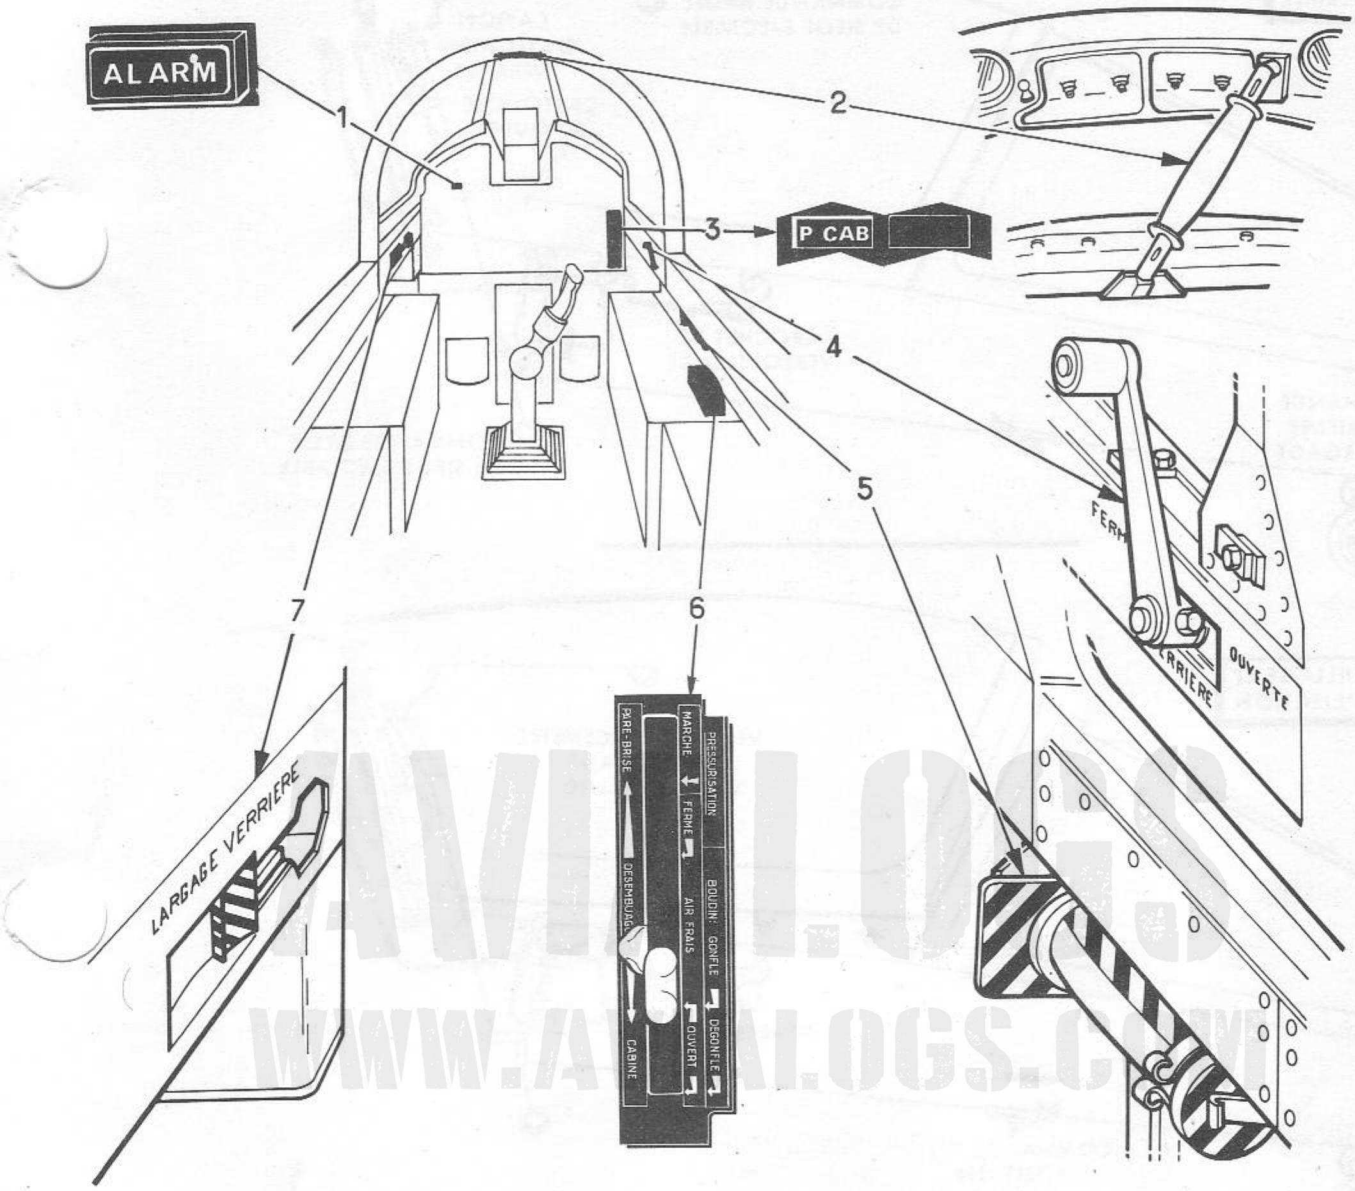

FIGURE 1 - COMMANDES ET CONTROLES DE LA VERRIERE
12.1.1 - Commandes et instruments de contrôle (Fig. 1)
12.1.3 - Utilisation normale (Fig. 1)